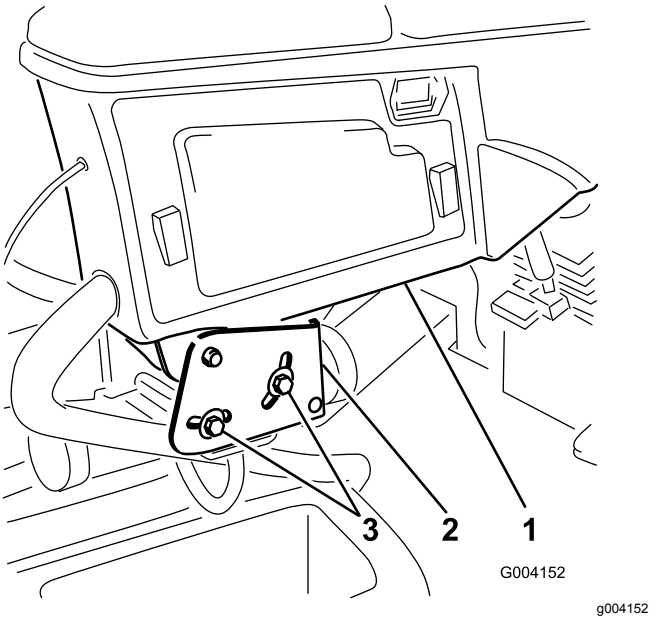

**Figur 3**
1. Løsn de to bolte, der fastgør styrearmen til holdebeslaget (Figur 3).